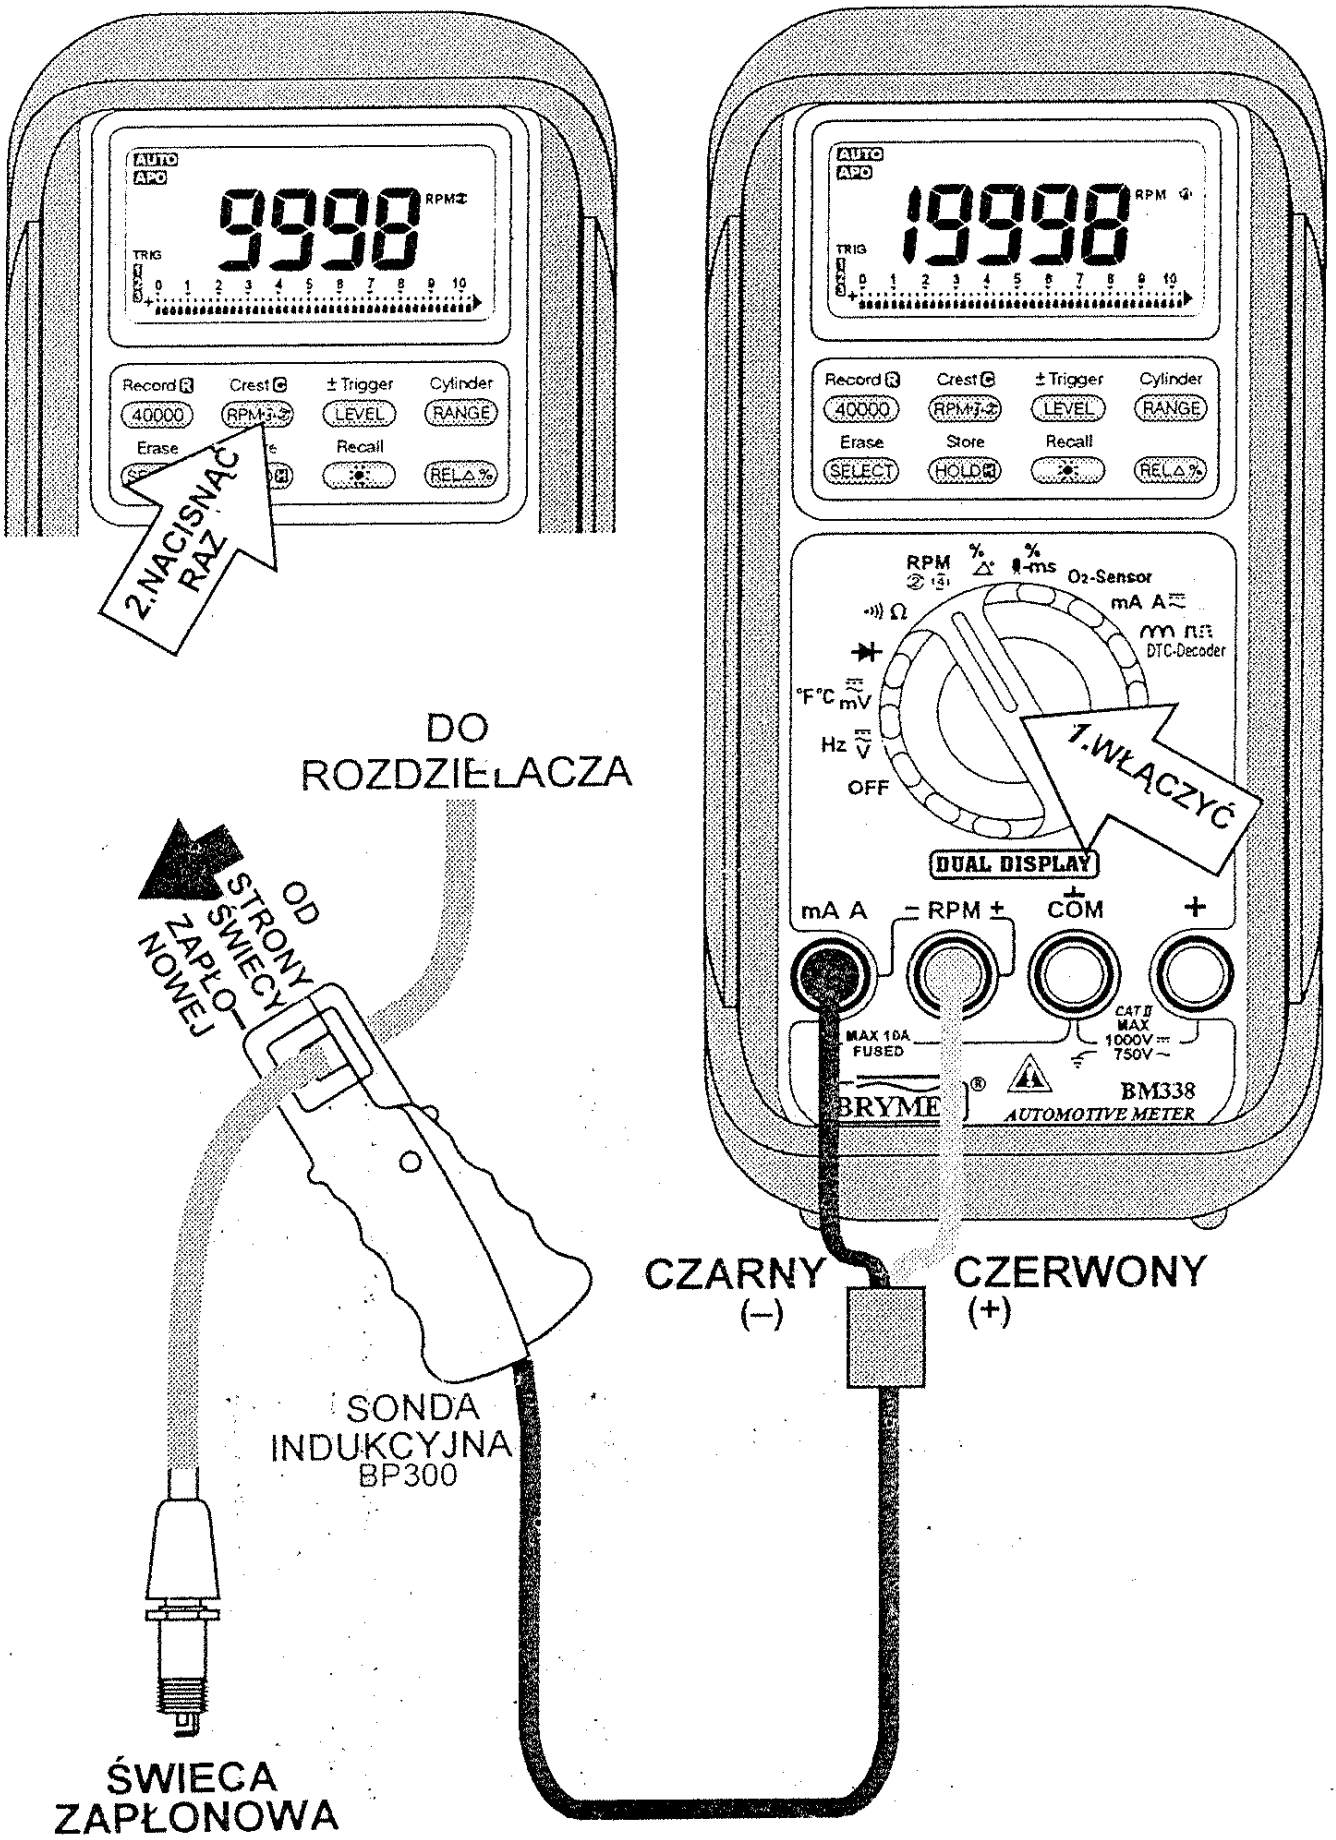

Rys. 8 Pomiar obrotów na wyświetlaczu głównym
1) Ustawić przełącznik obrotowy w pozycję RPM ② ④
2) Naciskając przycisk RPM④② można przełączać się między pomiarem liczby obrotów silnika 2-suwowego RPM② a liczbą obrotów silnika 4-suwowego RPM④ .
4) Zacisnąć szczęki sondy indukcyjnej na przewodzie świecy zapłonowej, pamiętając jednocześnie o tym aby znak strzałki na obudowie sondy był skierowany w stronę świecy, patrz rys. 8. Upewnić się też, czy szczęki sondy są całkowicie zamknięte.